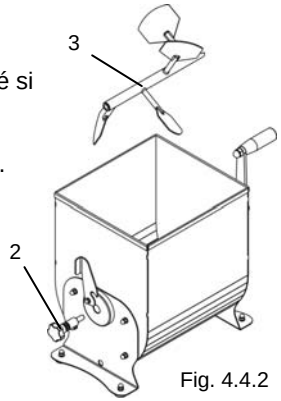

Fig. 4.4.2
- Sfilare il pomolo “2” Fig. 4.4.2 cosicché si possa sfilare la pala “3” Fig. 4.4.2.
- Afferrare la pala “3” Fig. 4.4.2 e inserirla nella vasca spingendola verso il basso e poi frontalmente.
- Innestare il pomolo “2” Fig. 4.4.2 nella pala.
- Ruotare la leva “1” Fig. 4.4.2 di 90° in senso orario, in modo da serrare rigidamente il pomolo “2”.
- Sfilare il pomolo "2" Fig. 4.4.2 cosicché si possa sfilare la pala "3" Fig. 4.4.2.